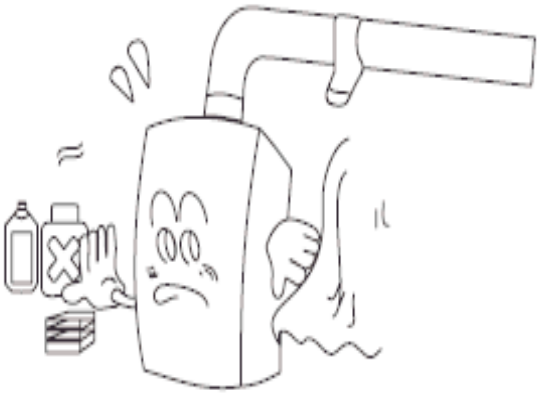

Fig. 5
• Por favor, não instalar o aquecedor em locais nos quais são usados químicos especiais, tais como lavandarias ou fábricas, etc., de outro modo poderá enferrujar-se, encurtar o tempo de vida do aquecedor ou impedir o seu normal funcionamento. (Fig. 5)